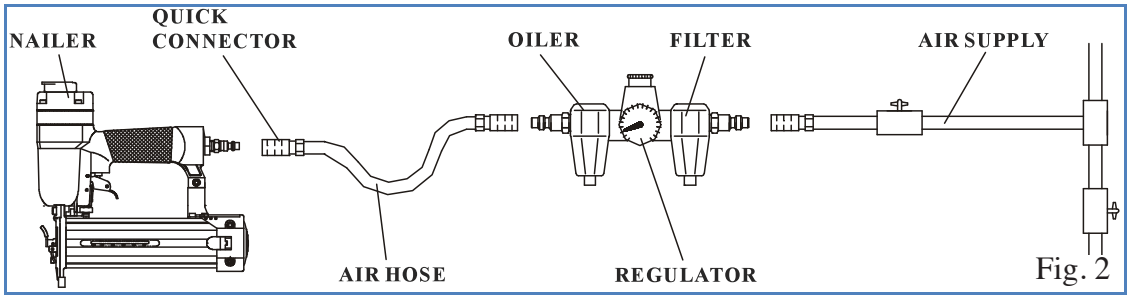

Fig. 2
RECOMMENDED HOOKUP (Fig. 2)
2. Turn the compressor on and set the Regulator (Fig. 2) to the proper pressure according to the size and type of fastener being used. The air pressure range should be within 60 PSI to 115 PSI.
3. Connect the tool to the Air Supply (Fig. 2).